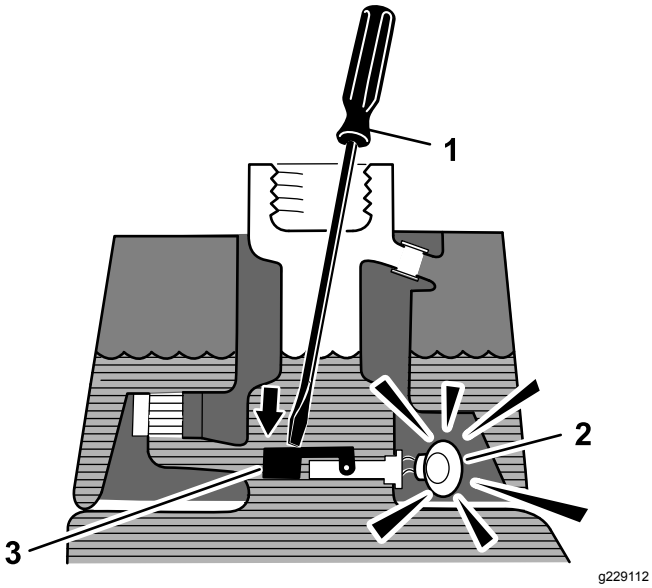

Figura 47
3. Introduzca una varilla o un destornillador limpio en el cuello del depósito y empuje hacia abajo, con cuidado, el flotador del sensor (Figura 47); debe sonar la alarma después de la demora de un segundo.